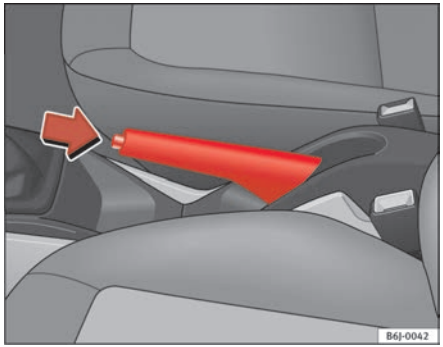

Fig. 101 Handbrake between the front seats
– Pull the handbrake lever up firmly ⇒ fig. 101.
– Pull the lever up slightly and press the release knob in the direction of the arrow ⇒ fig. 101 and guide the handbrake lever down fully ⇒ ⚠.